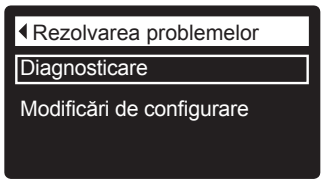

FIG. 91
6. Apăsaţi SELECT (⬭), pentru a afișa meniul setării avansate (fig. 91).
5. Apăsaţi SELECT (⬭), pentru a afișa meniul setării avansate (fig. 91).